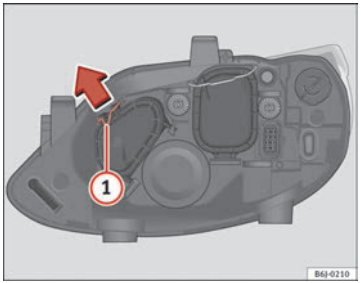

Fig. 151 Side lights
– Move the loop (1) in the direction of the arrow and remove the cover ⇒ Fig. 151.